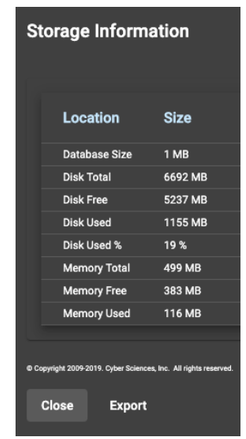

Figure 16. System Button
- **Storage:** View the storage and disk space of the Event Manager. *(figure 16)*